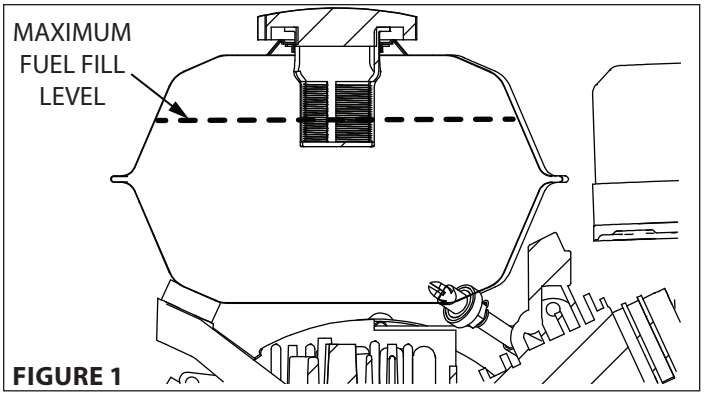

**FIGURE 1**
3. Fill tank to fuel level limit (2.0 L). **SEE FIGURE 1**